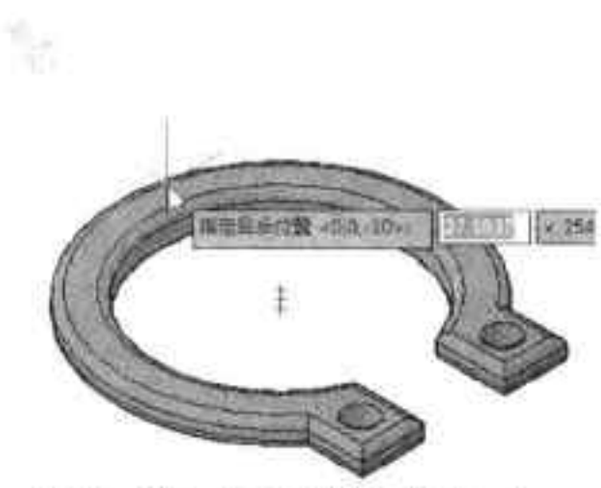

图14-25 指定聚光灯目标点
Step 02 指定好聚光灯目标方向位置，如图 14-25 所示。